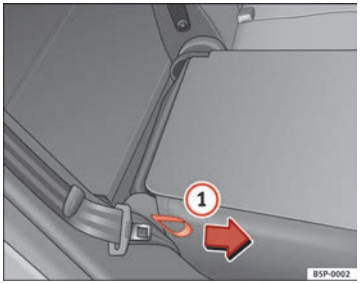

Fig. 100 Folding or opening the rear seat backrest
– Pull the loop on the side of the seat ⇒ Fig. 100 (1) in the direction of the arrow and lift the seat backrest into position.